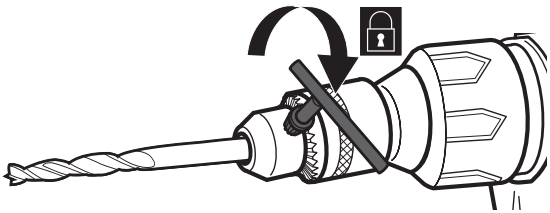

Fig. 3
3. Przekręć klucz w prawo do momentu aż wiertło będzie prawidłowo zamocowane i scentrowane w zębatym uchwycie wiertarskim (Rys. 3).